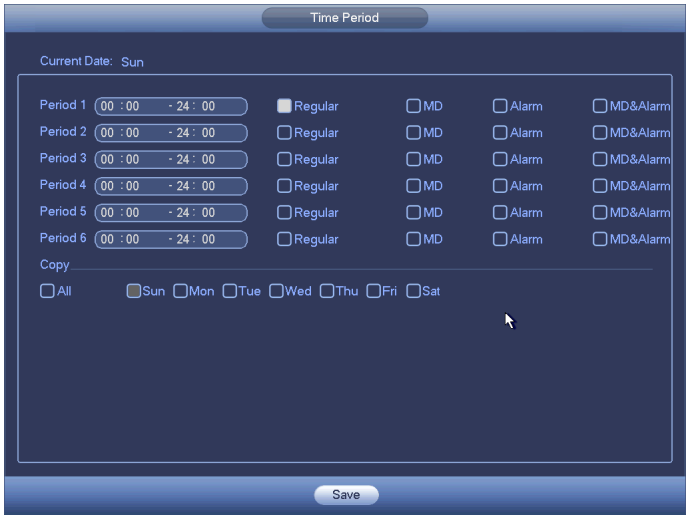

Figure 4-37
- Period setup: Click button after one date or a holiday, you can see an interface shown as in Figure 4-37.There are four record types: regular, motion detection (MD), Alarm, MD & alarm.